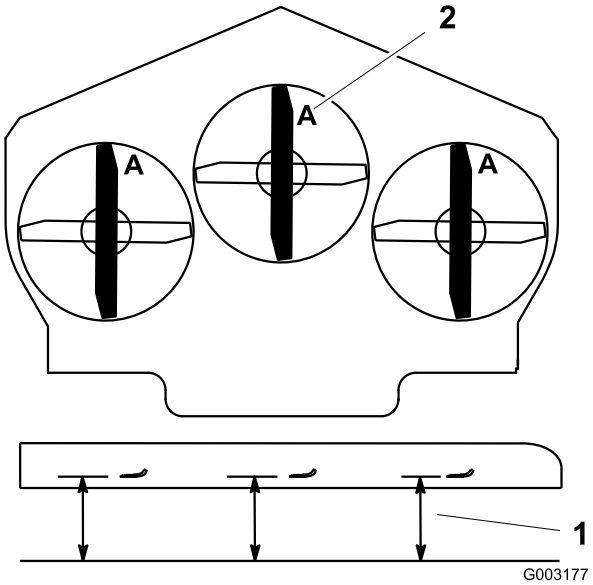

Figura 80
3. Gire las cuchillas hasta que los extremos estén orientados hacia adelante y hacia atrás (Figura 80). Mida desde una superficie nivelada hasta el filo de corte, posición **A**, de las cuchillas (Figura 80). Anote esta dimensión.